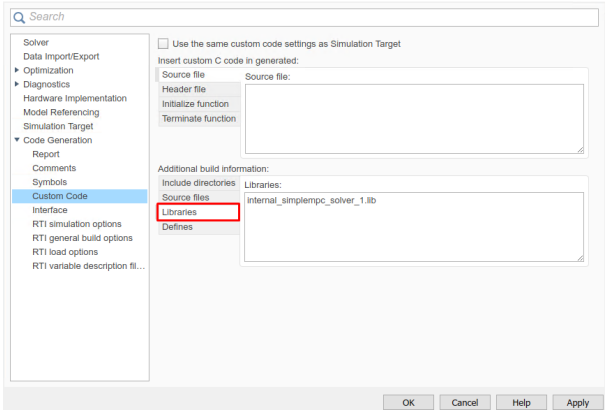

Figure 10.26: Add the libraries used for the code generation.
11. (Figure 10.26) In the "Code Generation/Custom Code" tab, add the library files: